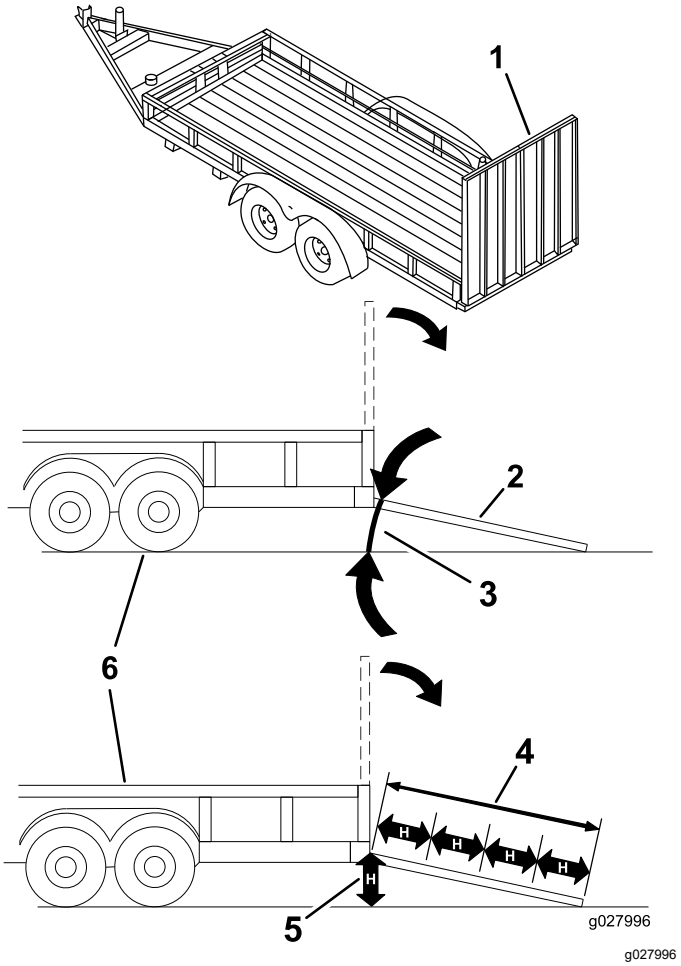

Figura 30
Colocar uma máquina num reboque ou camião aumenta a possibilidade de capotamento e pode provocar graves ferimentos ou morte (Figura 30).
3. Baixe a rampa, certificando-se de que o ângulo entre a rampa e o solo não é superior a 15 graus (Figura 30).
1. Baixe a rampa, certificando-se de que o ângulo entre a rampa e o solo não é superior a 15 graus (Figura 30).